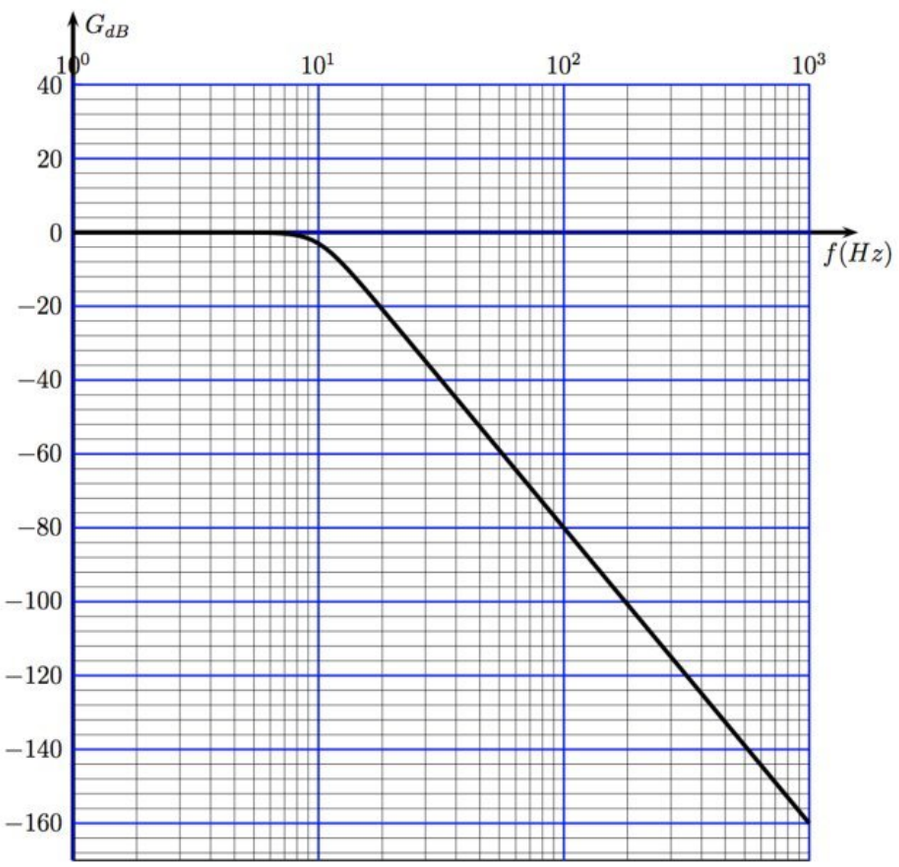

Figure 5 : diagramme de Bode en amplitude du filtre.
2.5. La tension $v_1(t)$ est appliquée à l'entrée d'un filtre dont le diagramme de Bode en amplitude est représenté dans la figure 5.
2.5.1. En utilisant le diagramme de la figure 5, déterminer la nature du filtre, la fréquence de coupure f_c du filtre à – 3 dB et son ordre.
2.5.5. En utilisant le diagramme de la figure 5, déterminer la valeur moyenne de la tension $v_s(t)$ puis l'amplitude du fondamental de $v_s(t)$ lorsque la tension $v_1(t)$ est appliquée à son entrée.